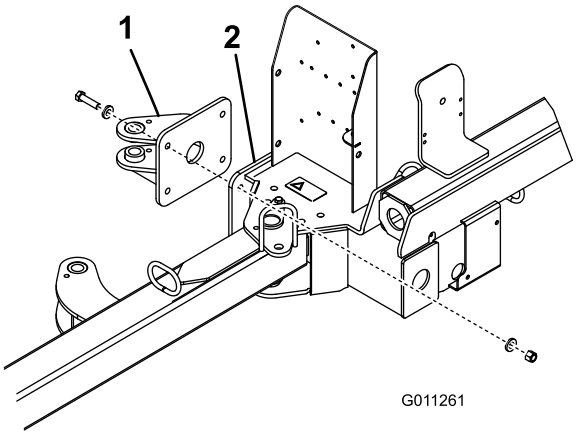

**Figur 5**
1. Fest bakre aktuatortapp til oppsamlerrammen med 4 bolter (1/2 x 2 tommer), 8 flate skiver (,531 x ,063) og 4 låsemuttere (1/2 tomme). Plasser komponentene som vist i Figur 5.